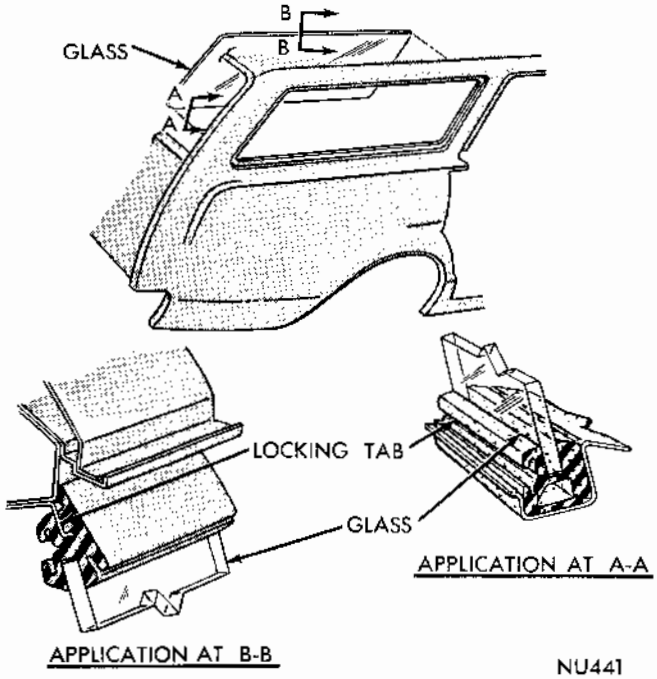
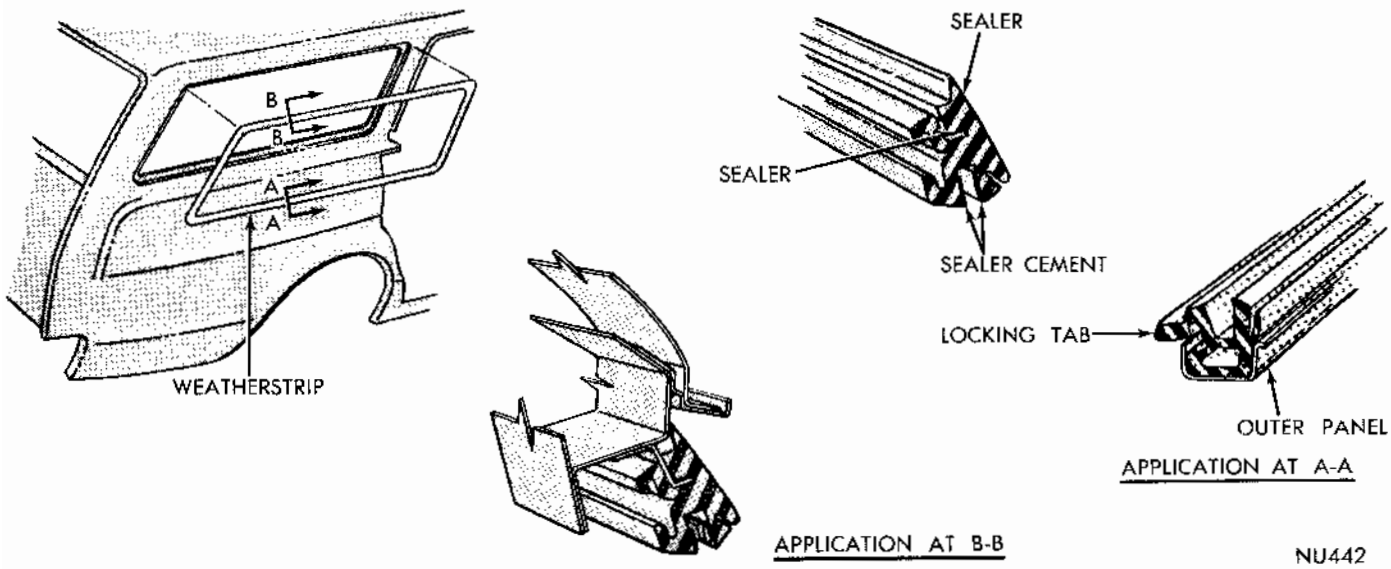

Fig. 5 Glass Replacement
Fig. 4 Weatherstrip Replacement
(2) Apply a bead of sealer, starting at front and top sections of weatherstrip (Fig. 4).
(3) Apply a small bead of cement to each lip of glass groove, completely around weatherstrip.
(4) Position weatherstrip on fence with locking edges facing inboard.
(5) From inside of vehicle, insert bottom of glass into weatherstrip and using a fiber stick, pull lip of weatherstrip over glass (Fig. 4).
(6) Seat glass in weatherstrip using hand pressure.
(7) Apply rubber lubricant to weatherstrip locking tab and insert locking tab into weatherstrip groove using a fiber stick.
(8) Apply and press secure, sealer to joint of weatherstrip, body lock upper pillar and roof side rail outer front area (Fig. 5).
(9) Apply and press secure, sealer to joint of glass weatherstrip, outer panel weatherstrip retainer and rear body lock pillar.
(10) Install garnish mouldings and spare tire cover.